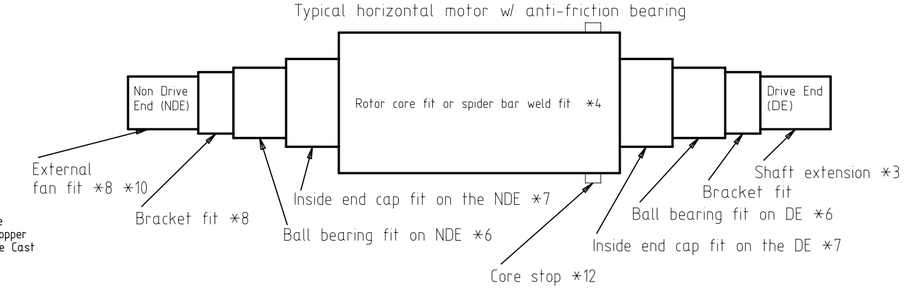

FIGURE 3
c. Vertical motor shaft: (see Figure 3)
a. All vertical shafts (see Fig. 3 & 5 or 6)